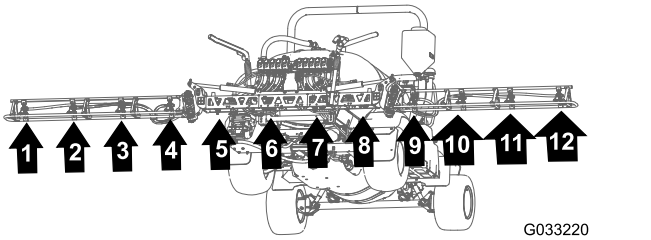
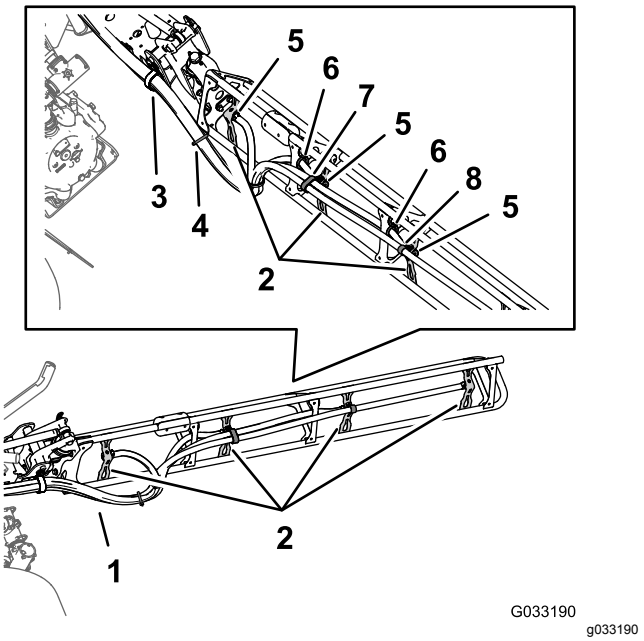

Figur 141
Figur 142
1. Før slangerne til sprøjtedyse 1, 2, 3 og 4 gennem R-klemmen på venstre udvendige ende af midterbomsektionen (Figur 141 og Figur 142).
2. Før slangerne til sprøjtedyse 7, 8, 9 og 10 gennem R-klemmen på højre udvendige ende af midterbomsektionen (Figur 141 og Figur 142).
3. Før forsyningsslangerne 279 cm og modhage-slangeskafterne (3/4 tomme) langs bomsektion til sprøjtedyserne 1 og 10 som vist i (Figur 141 og Figur 142).
4. Før forsyningsslangerne 234 cm og modhage-slangeskafterne (3/4 tomme) langs bomsektionen til sprøjtedyserne 2 og 9 som vist i (Figur 141 og Figur 142).
5. Før forsyningsslangerne 188 cm og modhage-slangeskafterne (3/4 tomme) langs bomsektionen til sprøjtedyserne 3 og 8 som vist i Figur 141 og Figur 142.
6. Før forsyningsslangerne 188 cm og modhage-slangeskafterne (3/4 tomme) langs bomsektionen til sprøjtedyserne 4 og 7 som vist i Figur 141 og Figur 142.
7. Saml de fire slanger i et bundt til sprøjtedyserne med et kabelbånd som vist i Figur 142.